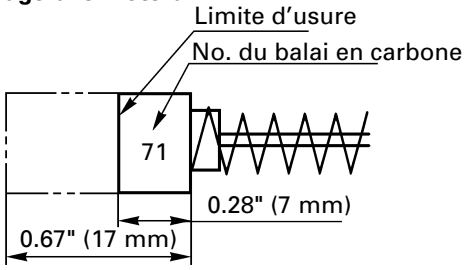

Fig. 4
4. Contrôle des balais en carbone (Fig. 4)
REMARQUE: Utiliser le balai en carbone HITACHI No. 71 indiqué sur la Fig. 4.